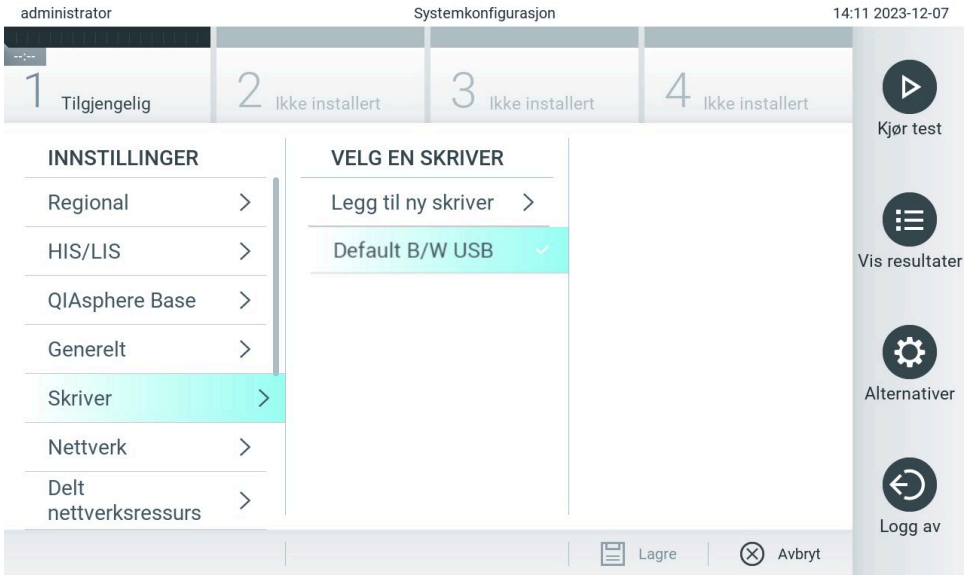

Figur 66. Velge en systemskriver.
3. Velg en skriver fra listen over tilgjengelige skrivere (figur 66).